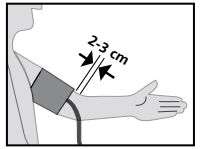

Bild 2
- Schieben Sie die Manschette über den Oberarm (Bild 1), bis die Unterkante der Manschette 2-3 cm oberhalb der Armbeuge liegt (Bild 2).